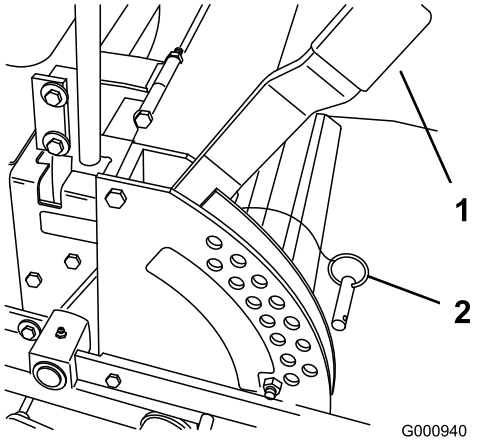

Figuur 16
1. Zet de maaihoogtehendel omhoog in de transportstand (eveneens de maaihoogtestand van 13 cm) (Figuur 16).
2. Om de maaihoogte in te stellen, verwijdert u de gaffelpen uit de maaihoogtebeugel (Figuur 16).
3. Kies de opening in de maaihoogtebeugel die correspondeert met de gewenste maaihoogtestand, en steek daarin de gaffelpen (Figuur 16).